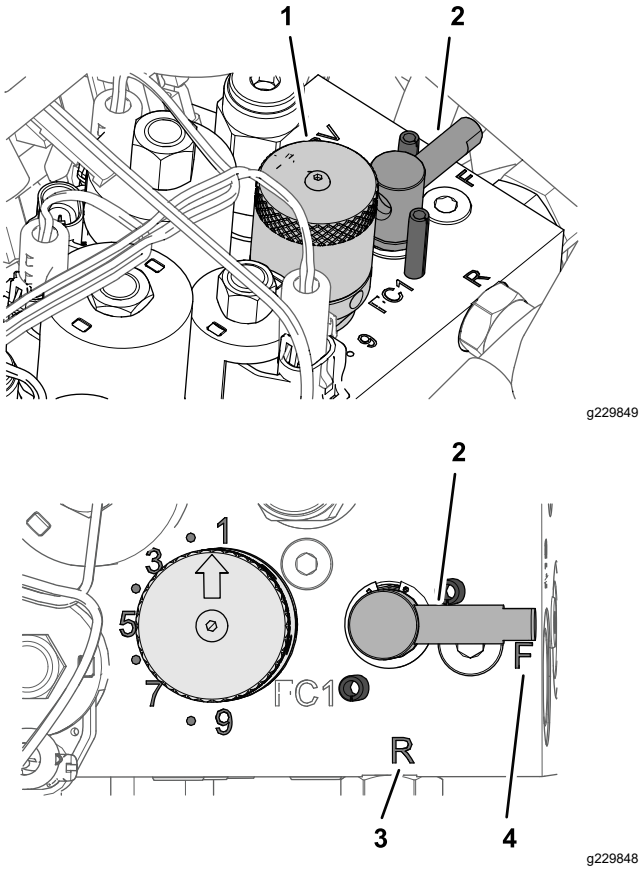

Figur 55
4. Vrid slipningsspaken till läge R (Figur 55).
5. Vrid cylinderhastighetsratten till inställning 1 (Figur 55).